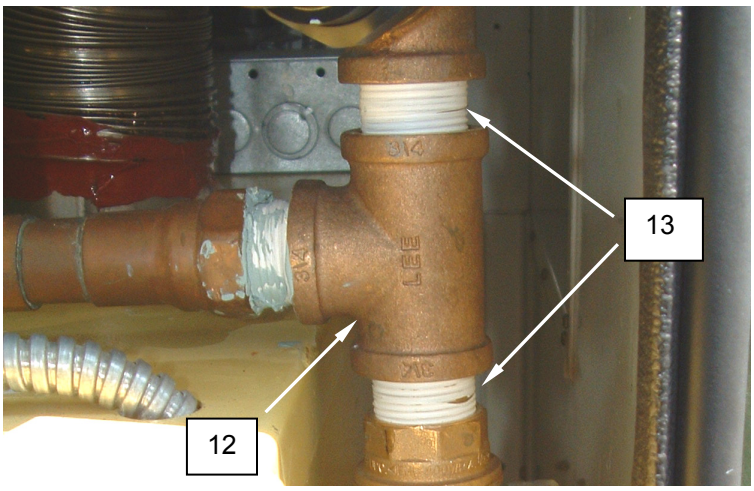

Figure 6. Replace Copper/Brass Pipe Fittings.
3. Use a pipe wrench to steady attached plumbing, and unscrew nipple **(Figure 6, Item 12)** or fitting **(Figure 6, Item 13)** to be replaced.
4. Apply pipe sealing compound to threads of replacement nipple **(Figure 6, Item 12)** or fitting **(Figure 6, Item 13)**.
5. Use a pipe wrench to steady attached plumbing, and install replacement nipple **(Figure 6, Item 12)** or fitting **(Figure 6, Item 13)**.